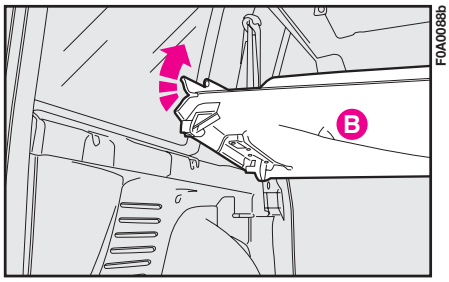

fig. 126
**4)** Lift part **B-fig. 126** making the shelf slide along the available space behind the seat so that the upper part is fastened to the rear window shelf and the lower central part to the seat.